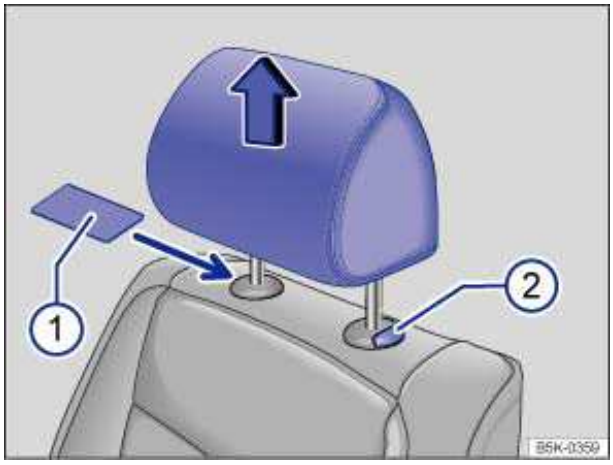

Fig. 42 Removing the front head restraints.
- Slide a flat object, such as a plastic credit card, underneath the right side of the cap on the right-hand seat guide rod ⇒ fig. 42 (1) to unlock the head restraint.
- To release the left-hand guide rod, press button (2) in (towards guide rod) and hold.
- Pull the head restraint out completely while holding button (2).